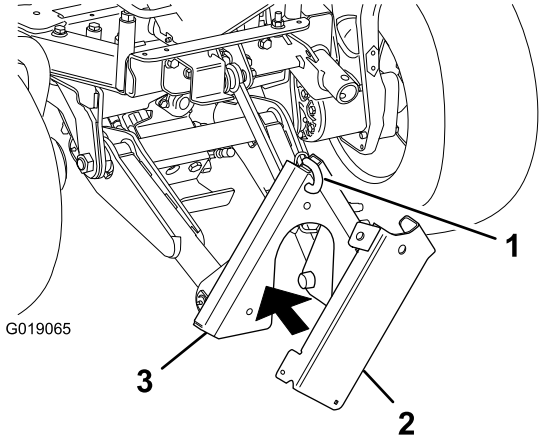

Bild 2
2. Ziehen Sie den Splint oben aus der vorderen Befestigungshalterung (Bild 2).
3. Halten Sie die Wagenheberhalterung gegen die vordere Befestigungshalterung und befestigen Sie die Wagenheberhalterung mit dem Splint an der vorderen Befestigungshalterung (Bild 2).